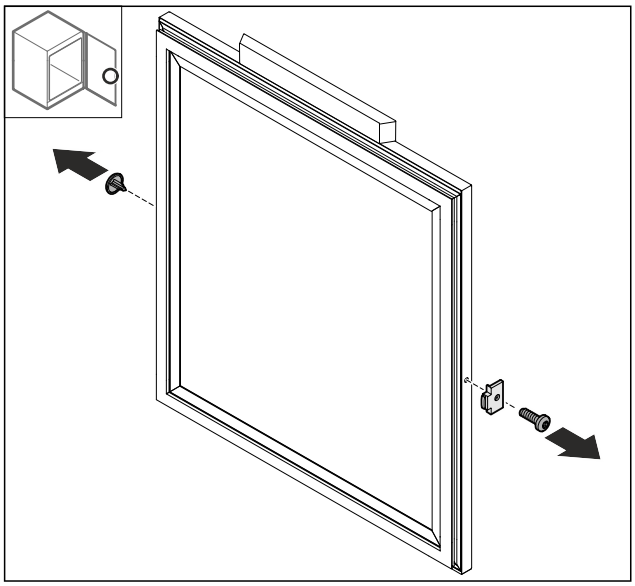

Fig. 75
▶ Remove cover *Fig. 75 (1)*.
▶ Detach the *Fig. 75 (2)* door stopper.